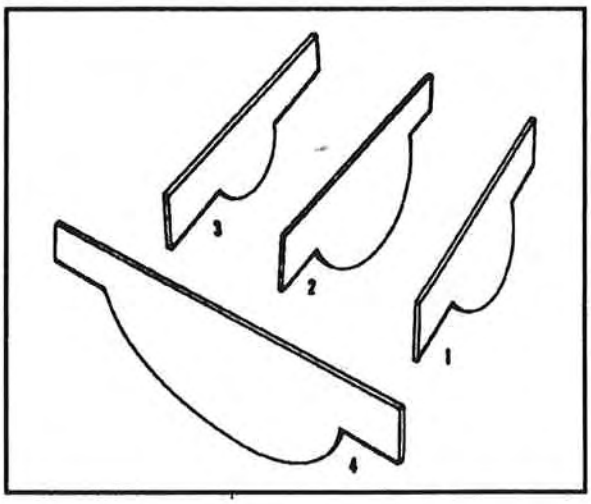

Figure 5-27. Templates
- Hollow the wooden block out with saws, chisels, gouges, files, and rasps. Smooth and finish it with sandpaper. Make the inside of the form as smooth as possible; the slightest irregularity will show up on the finished part. Prepare several templates (patterns of the cross section) so you can check the form for accuracy (Figure 5-27).